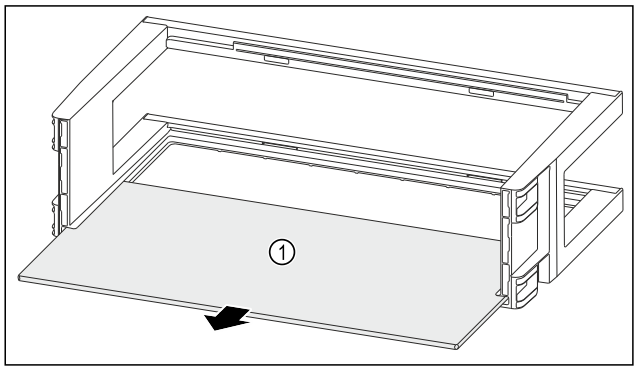

Fig. 121
▶ Extrageți raftul *Fig. 121 (1)*.